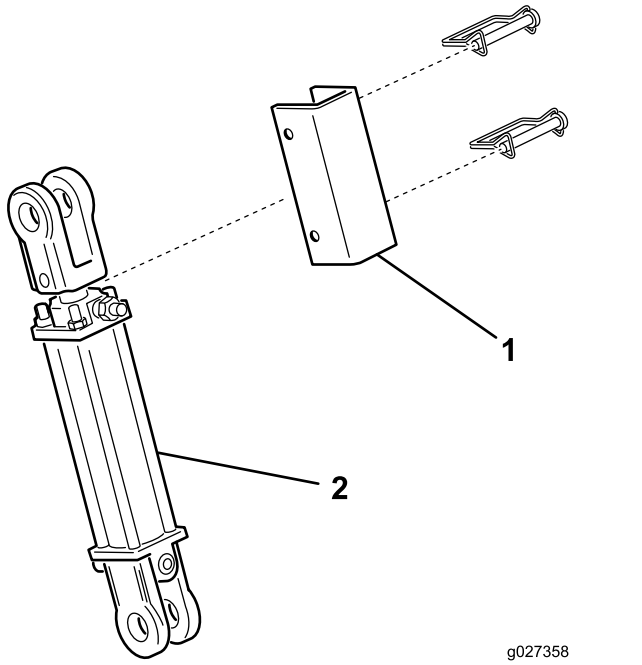

Рисунок 8
- Убедитесь, что дека поднята и поворотные колеса не будут касаться земли во время транспортировки. Убедитесь также, что штанга фиксации цилиндра (Рисунок 8) находится на своем месте, чтобы предотвратить сжатие подъемного цилиндра во время транспортировки.